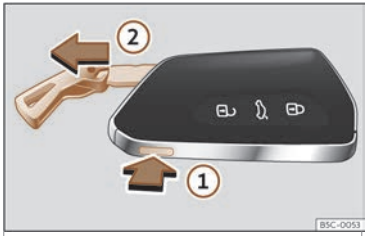

Fig. 72 Chave do vehículo:extraer o espadín.
- Se preme unha vez o botón››› **fig. 72** ① desbloquéase o espadín e aparece unha argola a modo de chaveiro.
- Manteña premido o botón ① e ao mesmo tempo tire da argola na dirección da frecha››› **fig. 72** ② para extraer completamente o espadín.